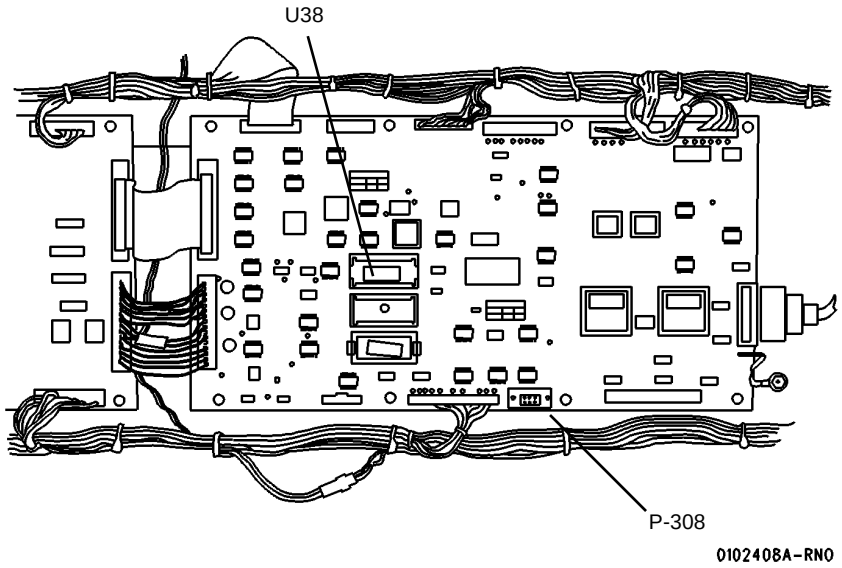

**Figure 1 Serial Port Connection - Printer Main PWB**
3. (Figure 1): Connect a null-modem cable between the Serial Port of the computer and either the Diagnostic Remote Port of the printer (if installed) or J-308 on the Printer Main PWB.